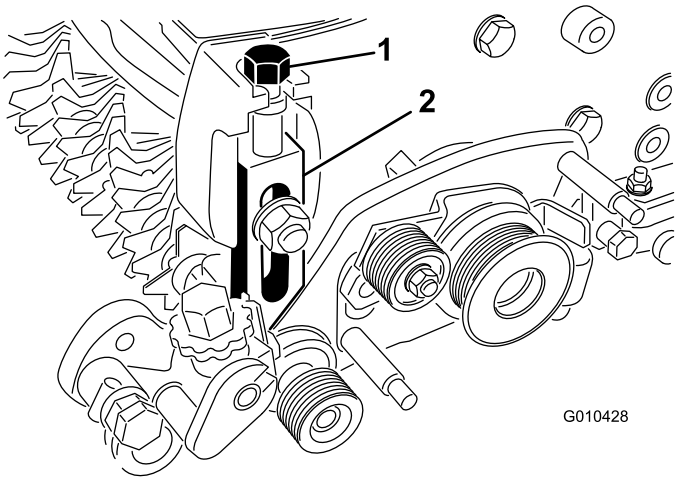

**Figura 14**
6. Enrosque el perno de ajuste de la altura de corte en la parte superior del brazo de ajuste izquierdo (Figura 14).
7. Instale el brazo de ajuste izquierdo en la placa lateral de la unidad de corte usando el perno de cuello cuadrado, la tuerca y la arandela existentes (Figura 14).
10. Enrosque el tornillo de ajuste de la altura de corte en la parte superior del brazo de ajuste derecho (Figura 14).
12. Instale el brazo de ajuste derecho en la placa lateral de la unidad de corte usando el perno de cuello cuadrado, la tuerca y la arandela existentes (Figura 14).